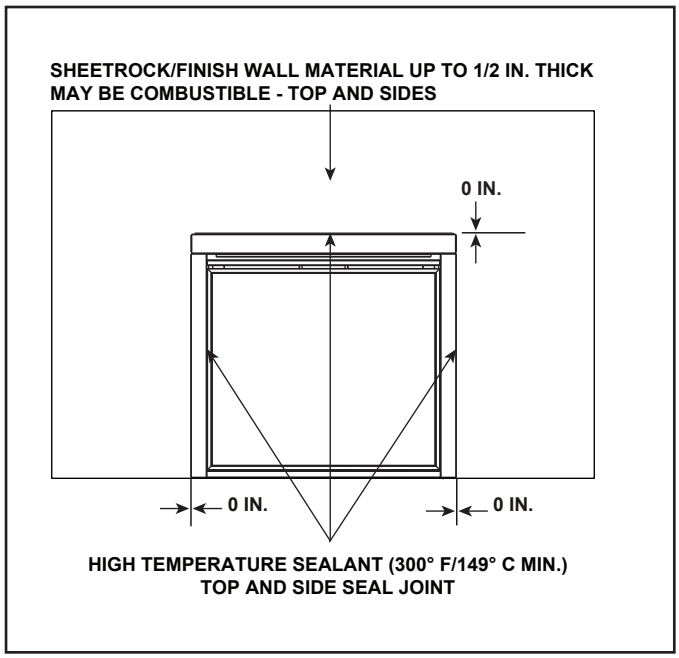

Figure 10.1 Noncombustible Facing Diagram
- Seal joints between the finished wall and appliance top and sides using a 300 ºF minimum sealant. Refer to Figure 10.1.